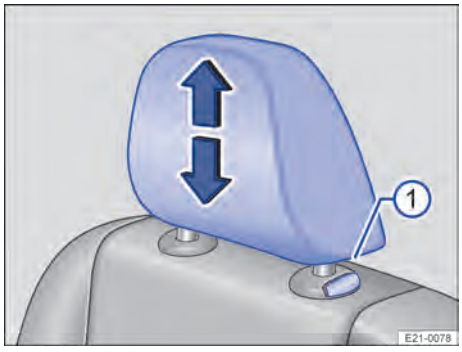
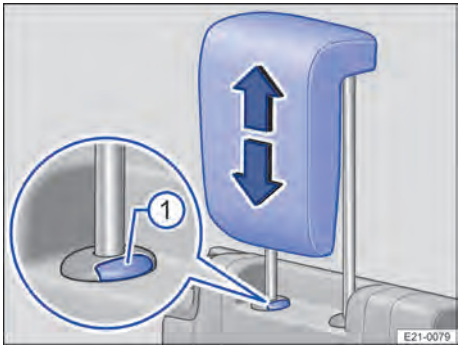

**Fig. 72** Segunda fila de asientos: desmontar el apoyacabezas.
**Fig. 73** Tercera fila de asientos: desmontar el apoyacabezas.
— Extraiga el apoyacabezas por completo a la vez que presiona la tecla → fig. 72 ① o → fig. 73 ①.